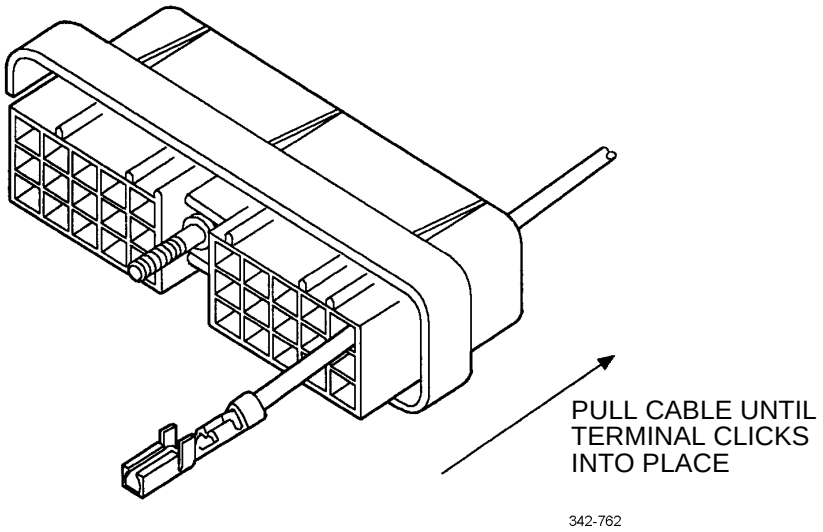

Figure 5. Pulling Terminal to Seat.
(9) Align locking tang of terminal with lettered side of connector.
(10) Pull cable back through connector until a click is heard (Figure 5). Position seal into connector.